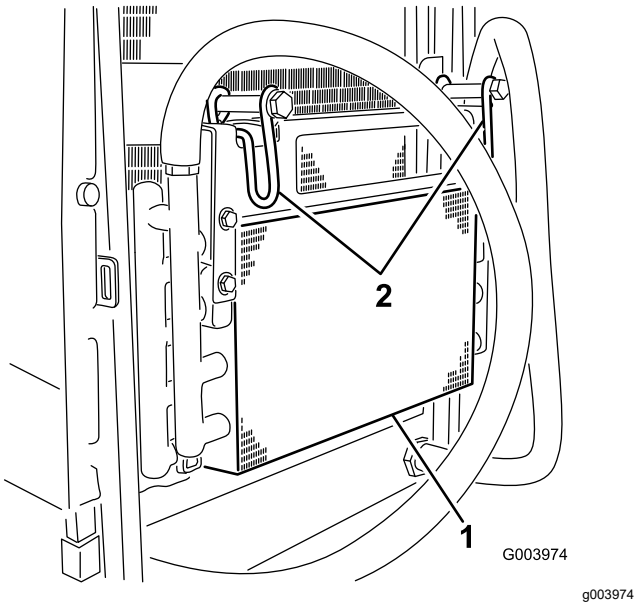

Figur 69
5. Sving låsene innover for å frigjøre oljekjøleren (Figur 69).